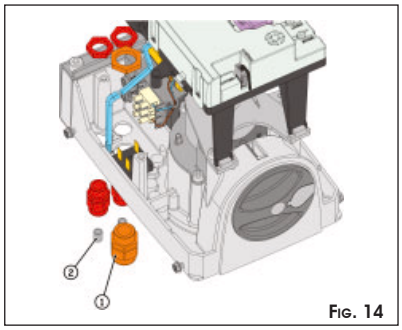

Fig. 14
① Install all the three supplied cable grippers with the securing nuts (Fig. 14).
- Always use the largest cable gripper (Fig.14 ref.①)
- If the other two cable grippers are not used, they must be closed, using the supplied plugs (Fig.14 ref.②). Fit the plastic plug in the cable routing hole and close the cable gripper until it is tight.